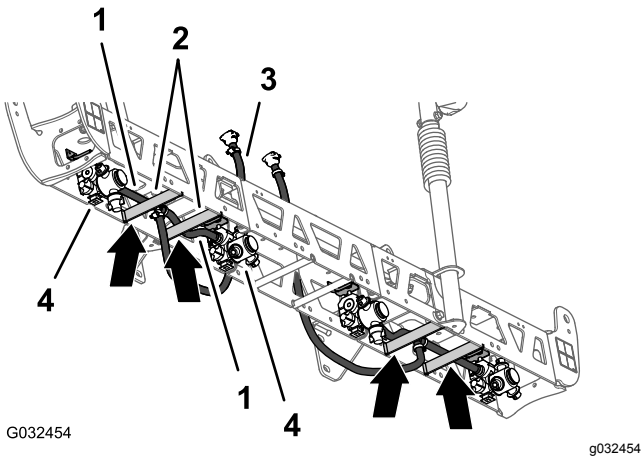
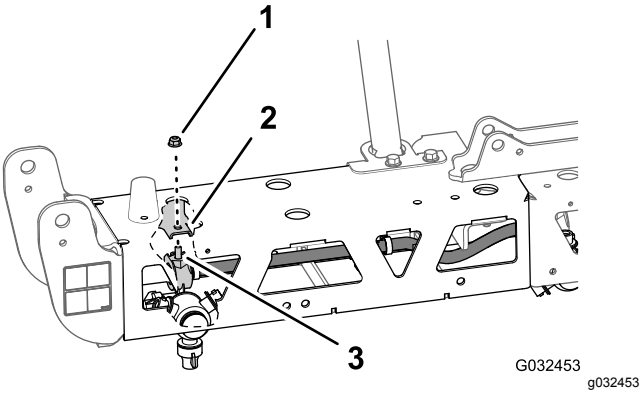

Figuur 57
Figuur 58
1. Leid de slang van 13 mm en de spuitdop tussen de framesteunen van het buitenste frame (Figuur 57).
2. Leid de slang en de spuitdop boven de framesteun en naar buiten, naar de buitenste spuitdopbeugel (Figuur 57).
3. Breng de inbusbout (5/16 x 3/4") van de spuitdop door de opening in de spuitdopbeugel en bevestig de spuitdop losjes aan de beugel; gebruik hierbij een flensborgmoer (5/16") van de egalisatieset van het GeoLink spuitsysteem (Figuur 58).
4. Leid de andere slang van 13 mm en de spuitdop tussen de framesteunen van het buitenste frame (Figuur 57).
5. Leid de slang en de spuitdop boven de framesteun en naar binnen, naar de binnenste spuitdopbeugel (Figuur 57).
6. Breng de inbusbout (5/16 x 3/4") van de spuitdop door de opening in de spuitdopbeugel (Figuur 58) en bevestig de spuitdop losjes aan de beugel; gebruik hierbij de flensborgmoer (5/16") die u verwijderd hebt in stap 1 en 4 van De spuitdoppen van de spuitmachine verwijderen (bladz. 23).
8. Leid de slang met geribde koppeling van 13 x 810 mm naar de zijkant van de middelste spuitboom met de linker- en rechtersteunbeugel (Figuur 57).
9. Herhaal stap 1 tot en met 8 voor de andere slang en spuitdop aan het andere buitenste frame (Figuur 57 en Figuur 58).